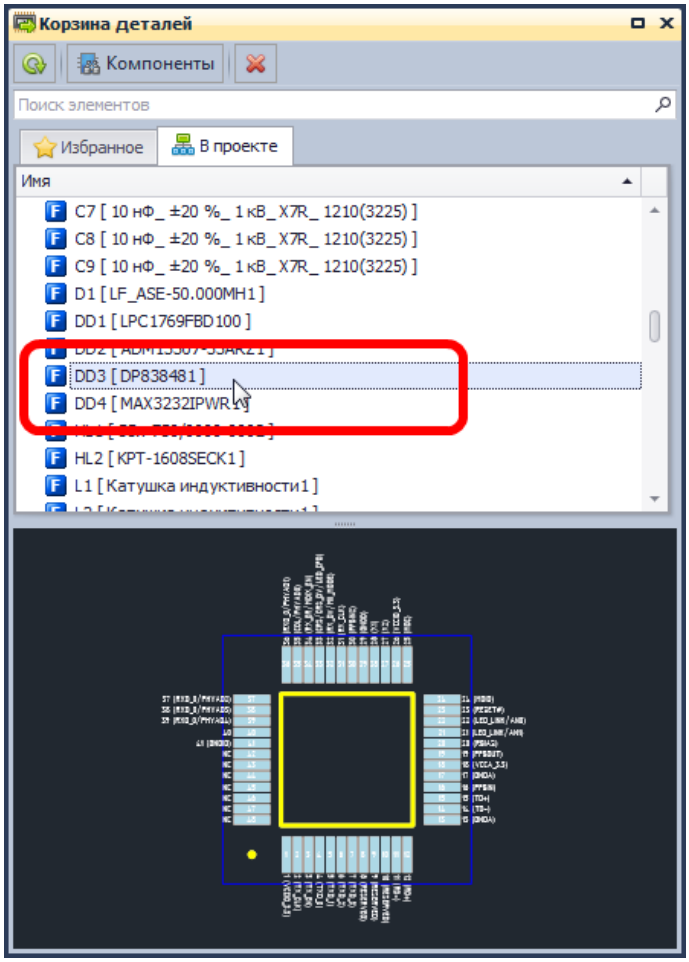

Рис. 701. Выбор неразмещенной радиодетали
1. Выбрать неразмещенную радиодеталь из списка на вкладке «В проекте» в панели «Корзина деталей», см. Рис. 701. В нижней части корзины доступна зона предварительного просмотра посадочного места.